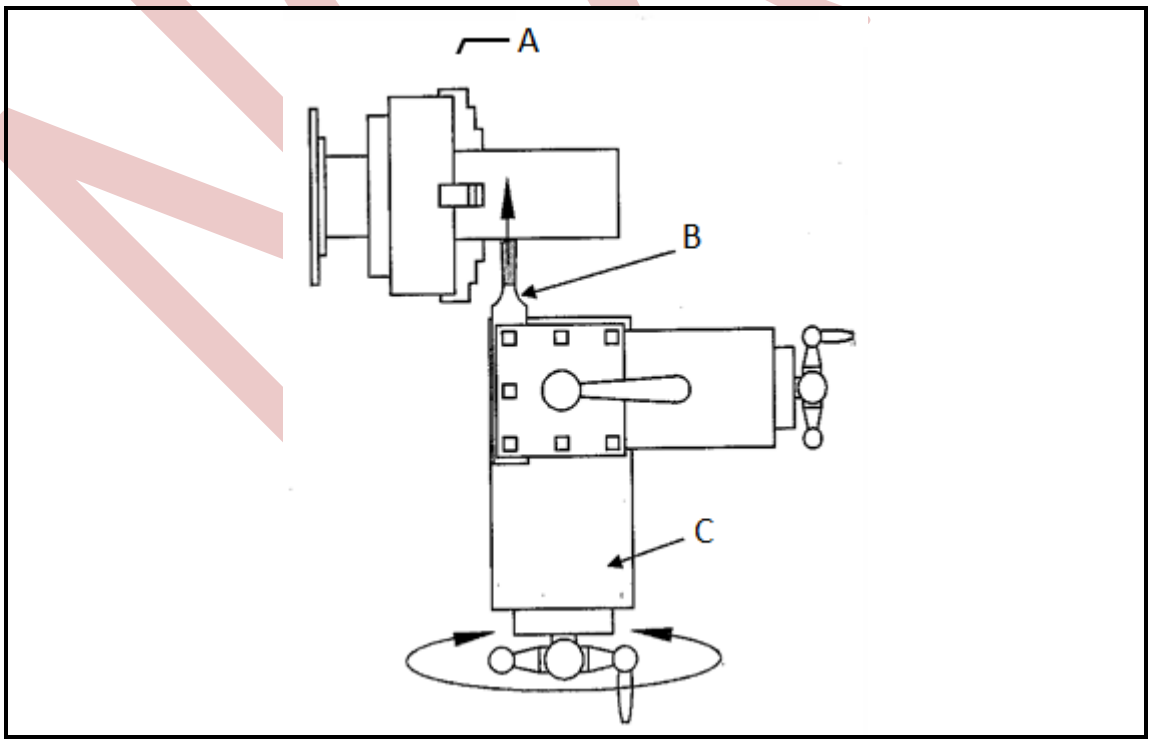

FIGURE 3
4.1 FIGURE 3 below shows one of the processes performed on a centre lathe.